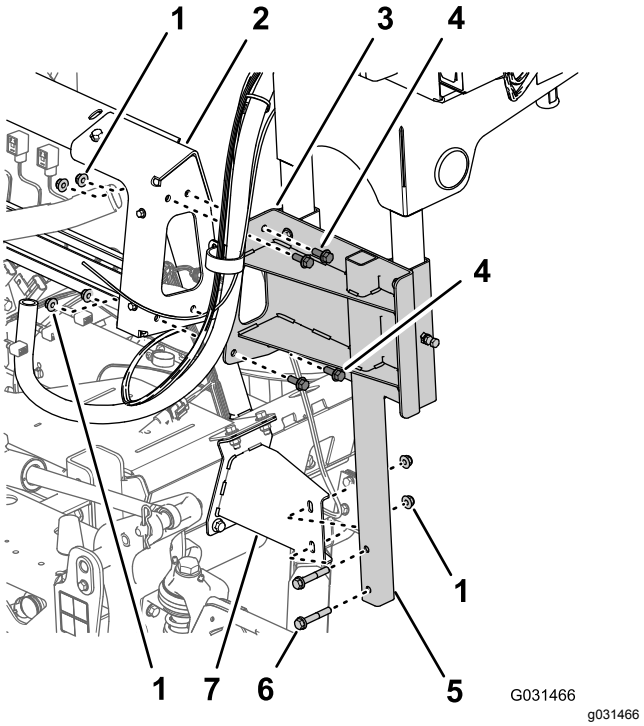

Figur 22
2. Fjern de to flenshodeboltene (3/8 x 2-1/4 tomme) og de to flenslåsemutrene (3/8 tomme) som fester nedre rørrammen på den bevegelige slangetrommelen til monteringsbraketten på den høyre rammekanalen til maskinen (Figur 22).
3. Fjern de fire flenshodeboltene (3/8 x 1 tomme) og de fire flenslåsemutre (3/8 tomme) som fester støttekanalen til den bevegelige slangetrommelen til manifoldfestet for sprederventilene (Figur 22).